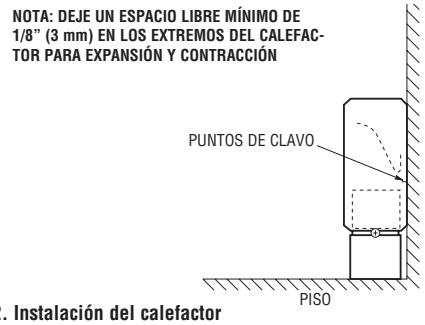

**Figura 2. Instalación del calefactor**
1. Coloque el calefactor en la ubicación deseada en la pared según se muestra en la Figura 2. Para lograr la máxima comodidad de calefacción, coloque el calefactor bajo una ventana.